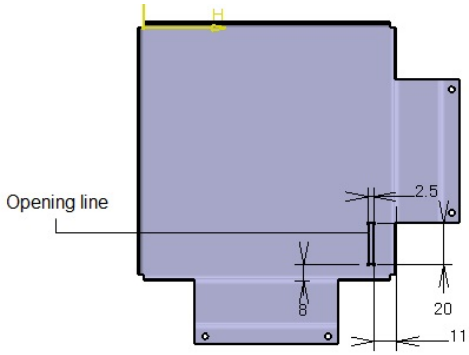

Figure 15-168 *Sketch of the Louver*
f. Create the louver on the top face and pattern it, refer to Figures 15-168 and 15-169.
1. Select the bottom face of the base wall as the sketching plane and draw the sketch of the louver, as shown in Figure 15-168.